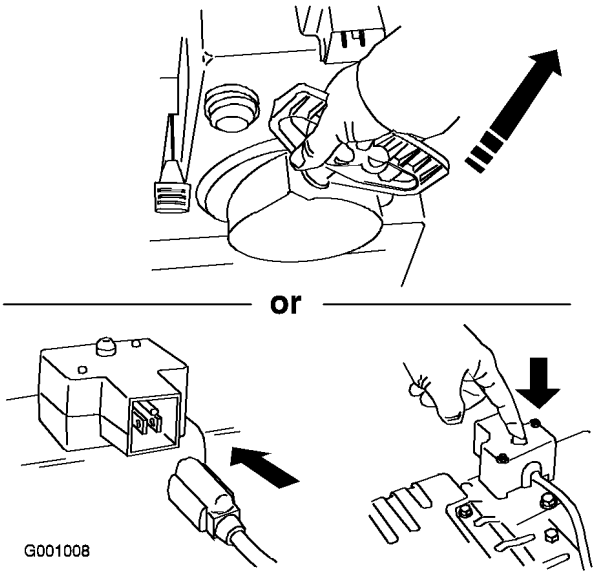

Bild 30
7. Lassen Sie die Schneefräse mit dem Rücklaufstarter oder dem elektrischen Anlasser an (Bild 30).